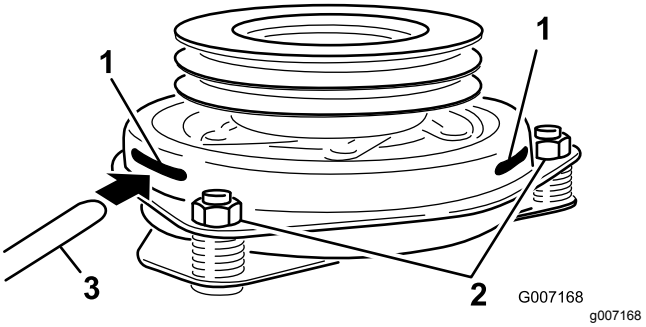

Figur 65
9. För in ett bladmått på 0,381–0,533 mm genom ett av inspektionshålen på sidan av enheten (Figur 65).
10. Dra åt låsmuttrarna tills du känner ett motstånd i bladmåttet, men ändå kan röra det inom luftgapet utan problem (Figur 65).